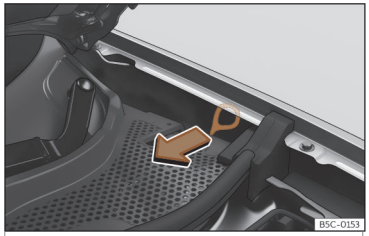

Abb. 197 Zwischen dem linken Kotflügel und dem Scharnier der Frontklappe: Ziehgriff für manuelle Notentriegelung des Ladesteckers.
Der Ziehgriff für die Notentriegelung befindet sich auf der linken Seite im Innenraum vorn, oberhalb der Ladedose›››**Abb. 197**.
- Ziehen Sie den Griff›››**Abb. 197**.